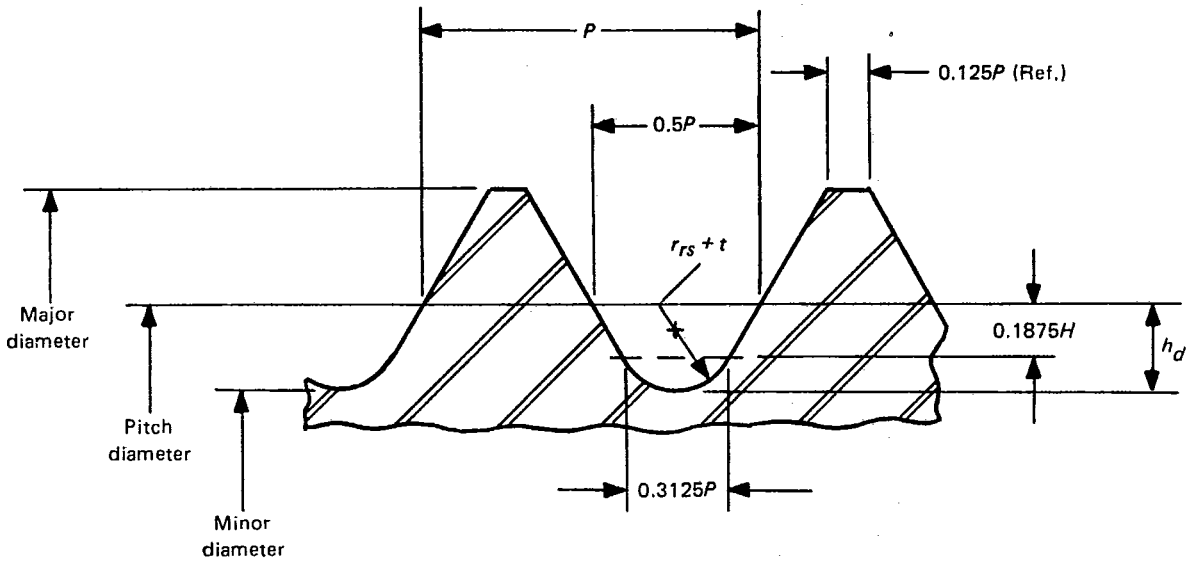

FIG. 4 MJ FULL-FORM THREAD PLUG GAGE (Ref. Table 4)
4.3.2 Basic Design. The maximum-material limit on the GO thread plug gage is made to the prescribed maximum-material limit of the product internal thread, and the gaging length is equal to the length of the gaging plug. A radius is provided in the minor diameter of the plug to inspect the spin down (see Fig. 4).
4.3.4 Thread Form. Full-form GO thread plug gages are made the same in all respects as the GO thread plug gage, except that the gage minor diameter has a full root radius equal to the maximum root radius of the external metric J thread (0.18042*P*). A plus gage tolerance is applied to this radius (see Fig. 4 and Table 4).